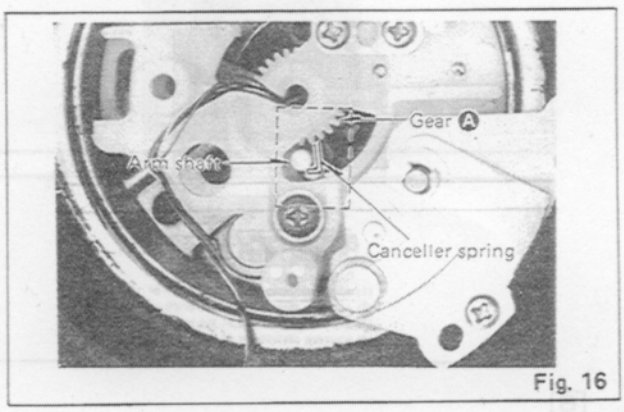

Fig. 16
If the arm body or PU base plate is replaced, be sure to set the canceller knob to "0.5" and make sure that the canceller spring is in contact with the arm shaft. (See Fig. 16)
3. Remove the PU base plate, adjust gear Ⓐ so that the canceller spring is in the position of Fig. 16.